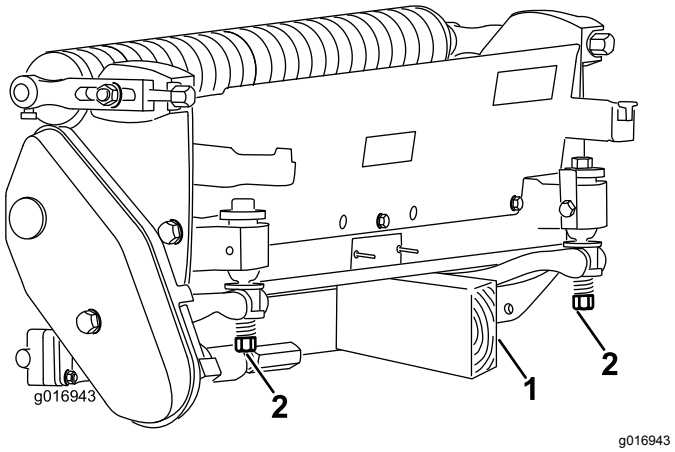

**Figur 3**
När du tippar klippenheten för att komma åt underkniven eller cylindern ska du stötta upp klippenhetens bakdel så att muttrarna på den bakre delen av underknivsstångens justerskruvar inte vilar mot arbetsytan (Figur 3).
**Obs:** Kontrollera att muttrarna eller justerskruvarna baktill på underkniven inte vilar mot arbetsytan (Figur 3).
***Viktigt:*** **När klippenheten behöver tippas för att exponera underkniven/cylindern stöttar du upp klippenhetens bakre ände så att muttrarna på den bakre änden av underknivens justerskruvar inte vilar mot arbetsytan (Figur 3).**